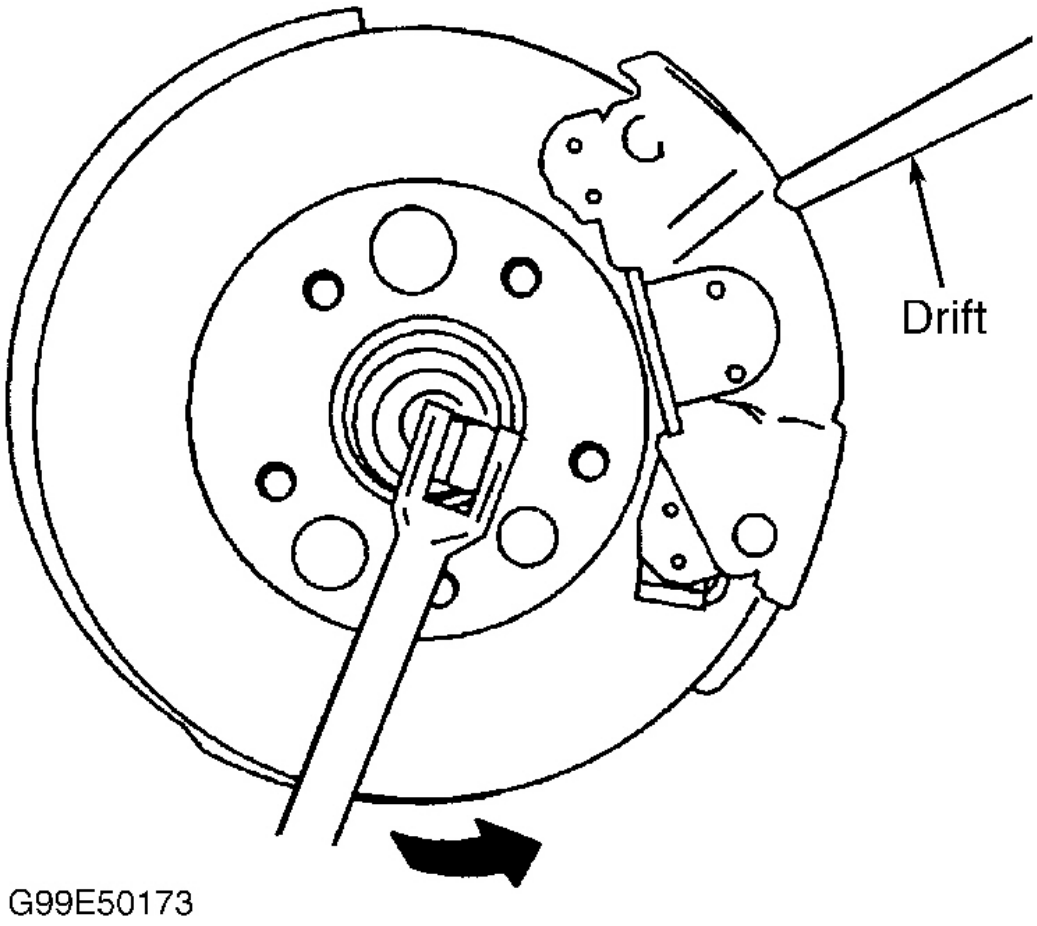

Fig. 2: Removing Axle Shaft Nut & Washer
5. Insert a drift or punch into the brake rotor cooling fins and against the brake caliper to prevent the wheel hub and bearing from turning. See **Fig. 2** .